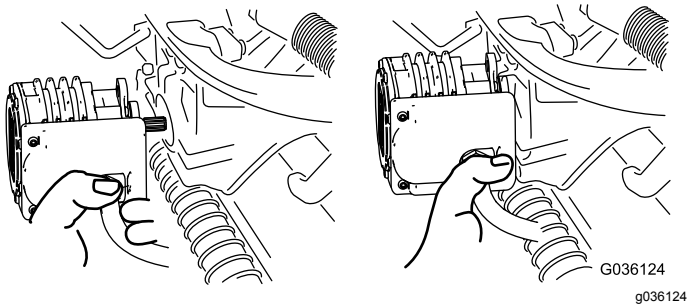

Figur 56
4. Flytta motorn till förvaringsutrymmet framför upphängningsarmen (Figur 56).